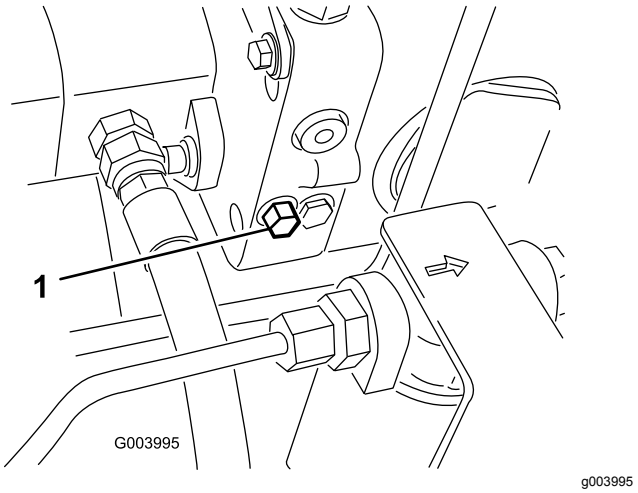

Figur 55
1. Drej omløbsventilens bolt 1 1/2 omgang for at åbne den og lade olien løbe om internt (Figur 55).